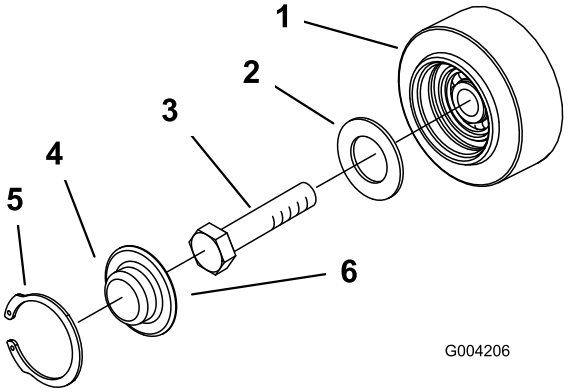

**Figuur 49**
3. Verwijder de snapring en dop van een wegwiel (Figuur 49).
4. Controleer het smeervet onder de dop en rond de pakking (Figuur 49). Als er geen vet is of als het vet vuil of zanderig is, verwijder dan al het vet, vervang de pakking en breng nieuw smeervet aan.